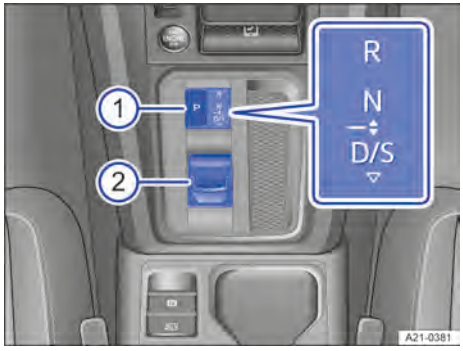

Bilde 94 I midtkonsollen: Velgerspak for automatgirkasse med tast for parkeringssperre.
Valgt kjøretrinn vises på displayet i instrumentgruppen og i nedre del av midtkonsollen → Bilde 94 når tenningen er på.
1. Trykk på tasten P → Bilde 94 ①.
1. Vipp velgerspaken bakover → Bilde 94 ②.